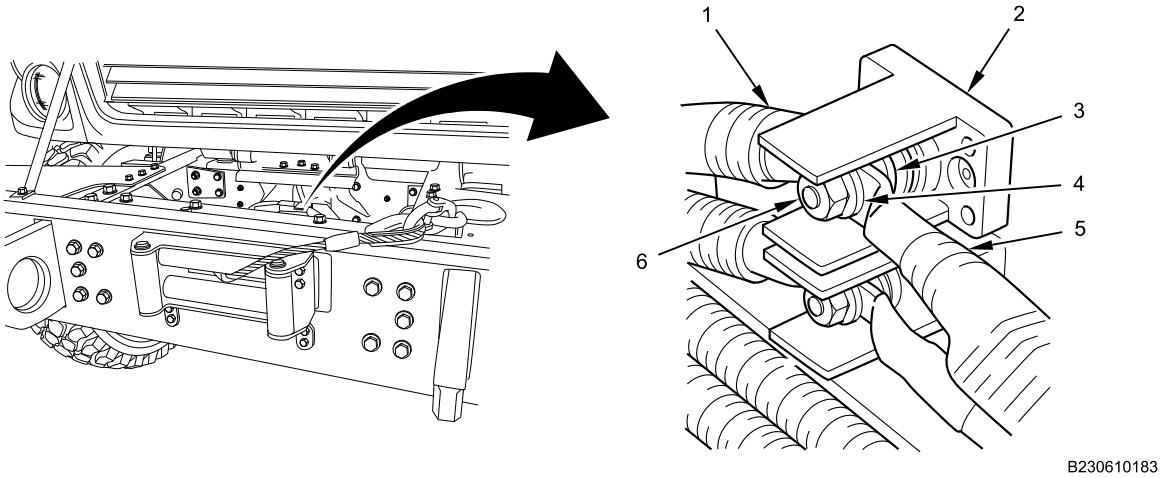

Figure 4. Junction Block.
1. Install winch RED feed cable (Figure 4, Item 1), flat washer (Figure 4, Item 3), winch assembly RED cable (Figure 4, Item 5), new lockwasher (Figure 4, Item 4), and nut (Figure 4, Item 6) on junction block (Figure 4, Item 2). Tighten nut securely.